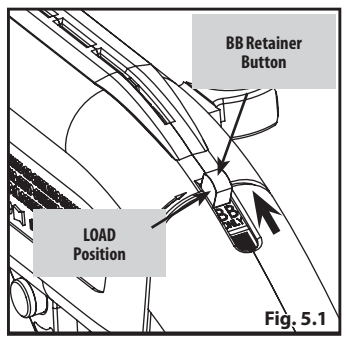

Fig. 5.1
- **c.** Locate the BB retainer button on the top of the receiver (Fig. 5.1)
- **d.** Slide the BB retainer button toward the front of the air rifle to the BB LOAD position (Fig. 5.1)
- **v.** Locate the BB retainer button on top of the receiver (Fig. 5.1)
- **i.** Put the BB retainer button in the LOAD position (Fig. 5.1) to block the BBs from re-entering the internal magazine